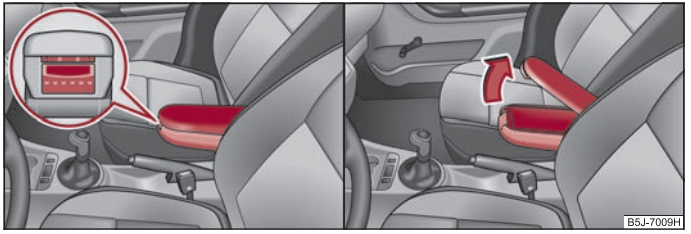

Fig. 85 Apoyabrazos: Compartimiento guardaobjetos / abrir el compartimiento guardaobjetos
– Pulsar la tecla inferior en el lado frontal del apoyabrazos ⇒ fig. 85 lado izquierdo. Abatir el apoyabrazos y volver a soltar la tecla.
– Pulsar la tecla superior y doblar la cubierta del compartimiento guardaobjetos hacia arriba ⇒ página 78, fig. 85, lado derecho.